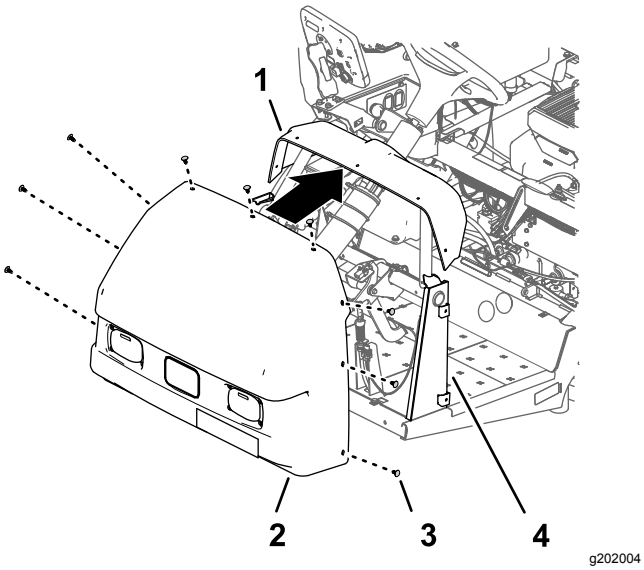

Figur 216
1. Ret hullerne i motorhjelmen ind efter hullerne i instrumentpanelet og maskinens stel (Figur 216).
2. Fastgør motorhjelmen til instrumentbrættet og stellet med 9 skubbefastgørelsesanordninger (Figur 216).